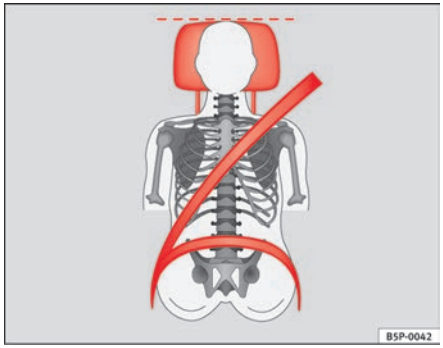
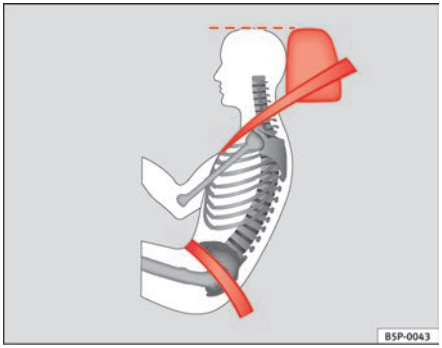

Fig. 91 Front view: head restraints and seat belts correctly adjusted
Fig. 92 Side view: head restraints and seat belts correctly adjusted
– Adjust the head restraint so that its upper edge is at the same level as the top of your head, or as close as possible to the same level as the top of your head and, as a very minimum at eye level ⇒ fig. 91 and ⇒ fig. 92.